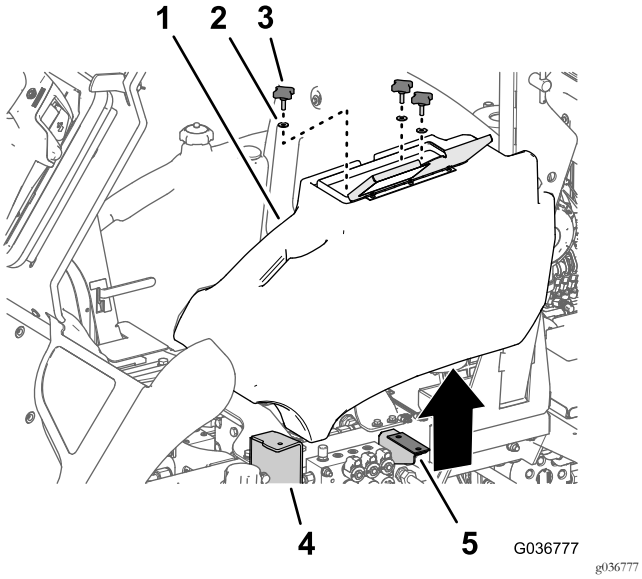

図 7
1. 物入れのカバーを開ける図 7。
2. 物入れをステップのフランジとブラケットに固定しているノブ 3 個とワッシャ 3 枚を外す図 7。